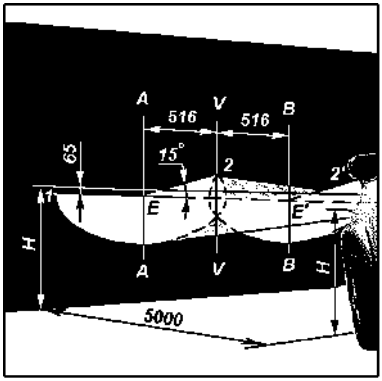

Рис. 9.38. Разметка экрана для регулировки фар:
1. Установите полностью заправленный и снаряженный автомобиль с нормальным давлением воздуха в шинах и нагруженным сиденьем водителя 750 Н (75 кгс) на ровной горизонтальной площадке на расстоянии 5 м от экрана со специальной разметкой (рис. 9.38).